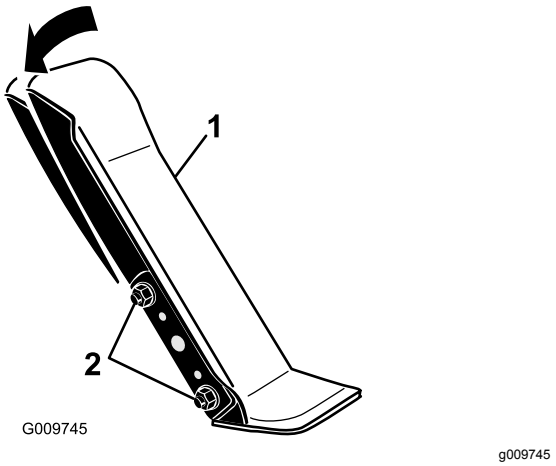

Figuur 117
1. Draai de 2 bouten en moeren los waarmee de linkerzijde van het tractiepedaal aan de beugel is bevestigd (Figuur 117).
2. Draai het pedaal naar de gewenste hoek en draai de moeren vast (Figuur 117).